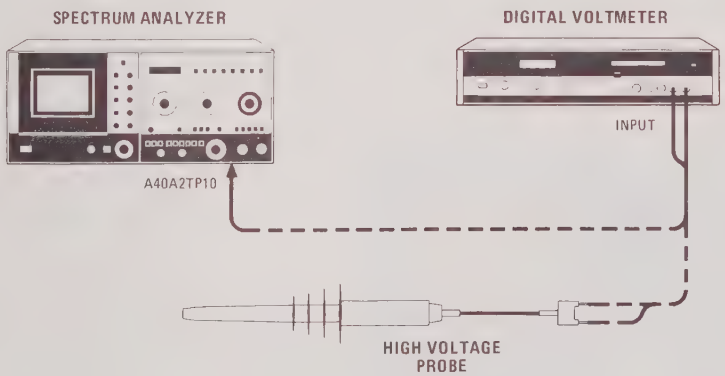

Figure 5-3. High Voltage Power Supply Adjustment Test Setup
a. Set LINE switch OFF, disconnect power cord, and remove 8565A top and bottom covers. Remove High Voltage Power Supply protective cover. Connect equipment as shown in Figure 5-3.